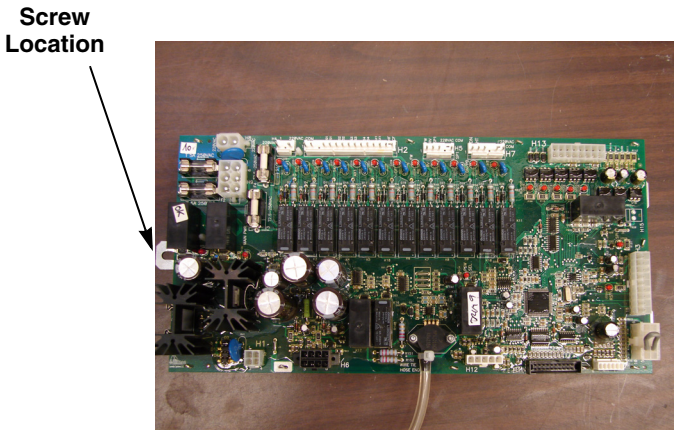
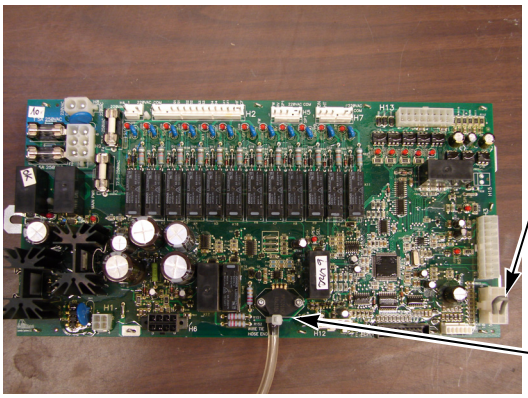
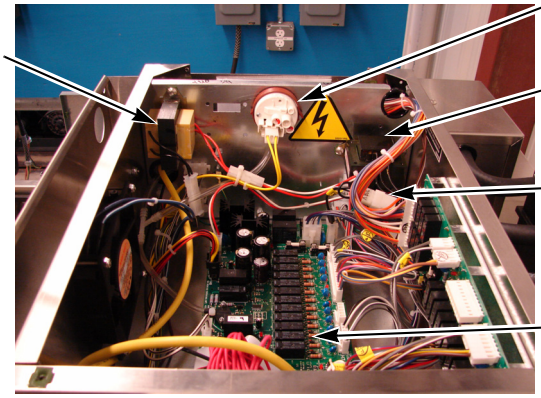

Figure 1
Figure 10
Figure 12
To remove the output board and mounting base, remove the screw that attaches them to the control module. Refer to *Figure 1*.
The water level is controlled by the water pressure transducer on output board AP1. The low water pressure switch does not control the water level. Refer to *Figure 10* for the water pressure transducer location and to *Figure 12* for the low water pressure switch location.
2. Check to make sure the correct transformer jumper (208 Volt or 240 Volt) is in place. Refer to *Figure 12*.
3. Check to make sure the fuses on output boards AP1 and AP3 are good. Refer to *Figures 12* and *13*.
6. Check to make sure LED 3 (labeled 5VDC) on output board AP1 is on. If the LED is not on, refer to the UniLinc Troubleshooting manual for detailed troubleshooting information. Refer to *Figure 12*.
7. Check all wire harness connections on output boards AP1, AP2 and AP3. Refer to *Figures 12* and *13*.
8. Make sure output boards AP1, AP2 and AP3 are energizing by checking to make sure the LEDs on the output boards are on. If the LEDs are not on, refer to the UniLinc Troubleshooting manual for detailed troubleshooting information. Refer to *Figures 12* and *13*.
9. Make sure LED 26 (labeled SPI) on output board AP1 is blinking steadily. If the LED is not blinking steadily, refer to the UniLinc Troubleshooting manual for detailed troubleshooting information. Refer to *Figure 12*.
10. Make sure LED 24 (labeled RST) on output board AP1 is on. If the LED is not on, refer to the UniLinc Troubleshooting manual for detailed troubleshooting information. Refer to *Figure 12*.
12. When the door is closed, make sure LED 22 (labeled Main Pwr) and LED 23 (labeled INTLCK) on output board AP1 are on. If the LEDs are not on, refer to the UniLinc Troubleshooting manual for detailed troubleshooting information. Refer to *Figure 12*.
2. Note that the water level is controlled by the water pressure transducer on output board AP1. The low water pressure switch is a safety switch only. Refer to *Figure 1* for the water pressure transducer location and to *Figure 12* for the low water pressure switch location.
3. Check the machine configuration jumper on output board AP1 to make sure the correct jumper is in place for the size of the machine. Jumper configuration diagrams are located inside of the AC drive box. Refer to *Figure 1*.